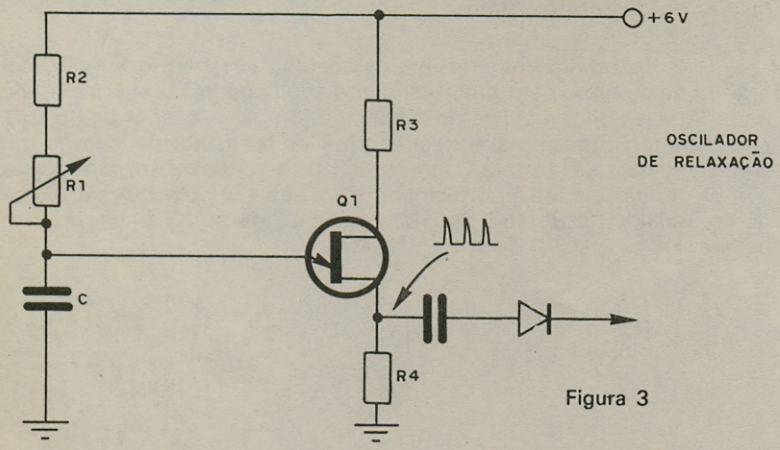

Figura 3
b) A segunda etapa a ser analisada é a que excita o oscilador de duplo T produzindo portanto a "batida" na campainha. Trata-se de um oscilador com transistor unijunção cujo diagrama básico é dado na figura 3.